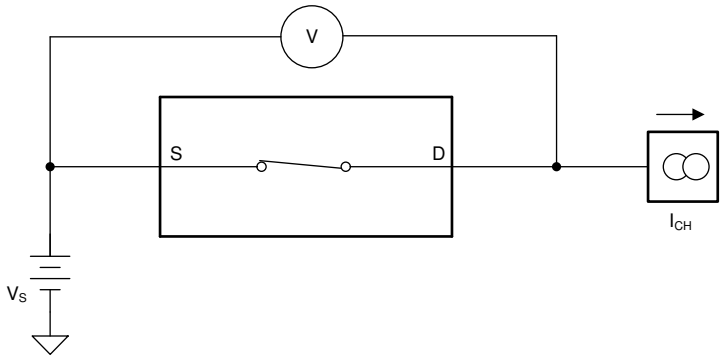

图 6-1. 导通电阻测量设置
TMUX6136 的导通电阻是器件源极 (Sx) 和漏极 (D) 引脚之间的欧姆电阻。导通电阻随输入电压和电源电压的变化而变化。符号 R_{ON} 用于表示导通电阻。图 6-1 展示了用于测量 R_{ON} 的测量设置。电压 (V) 和电流 (I_{CH}) 通过此设置进行测量，R_{ON} 的计算方法如 方程式 1 所示。